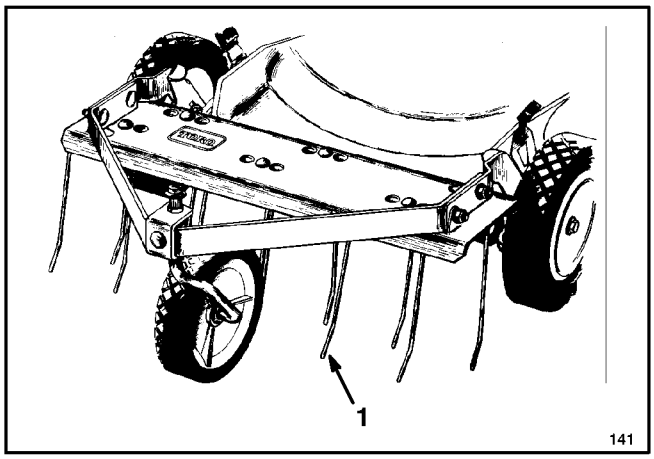

Abbildung 31
1. Zinkenvorsatz-Kit, Modell Nr. 59131—In Minuten montierbar. Vorne befestigt zwecks einfacher Manövrierbarkeit. Zinken lockern Materialanhäufungen. Für einfaches Absaugen in den Grasfangsack (Abb. 31) und praktische Entleerung.